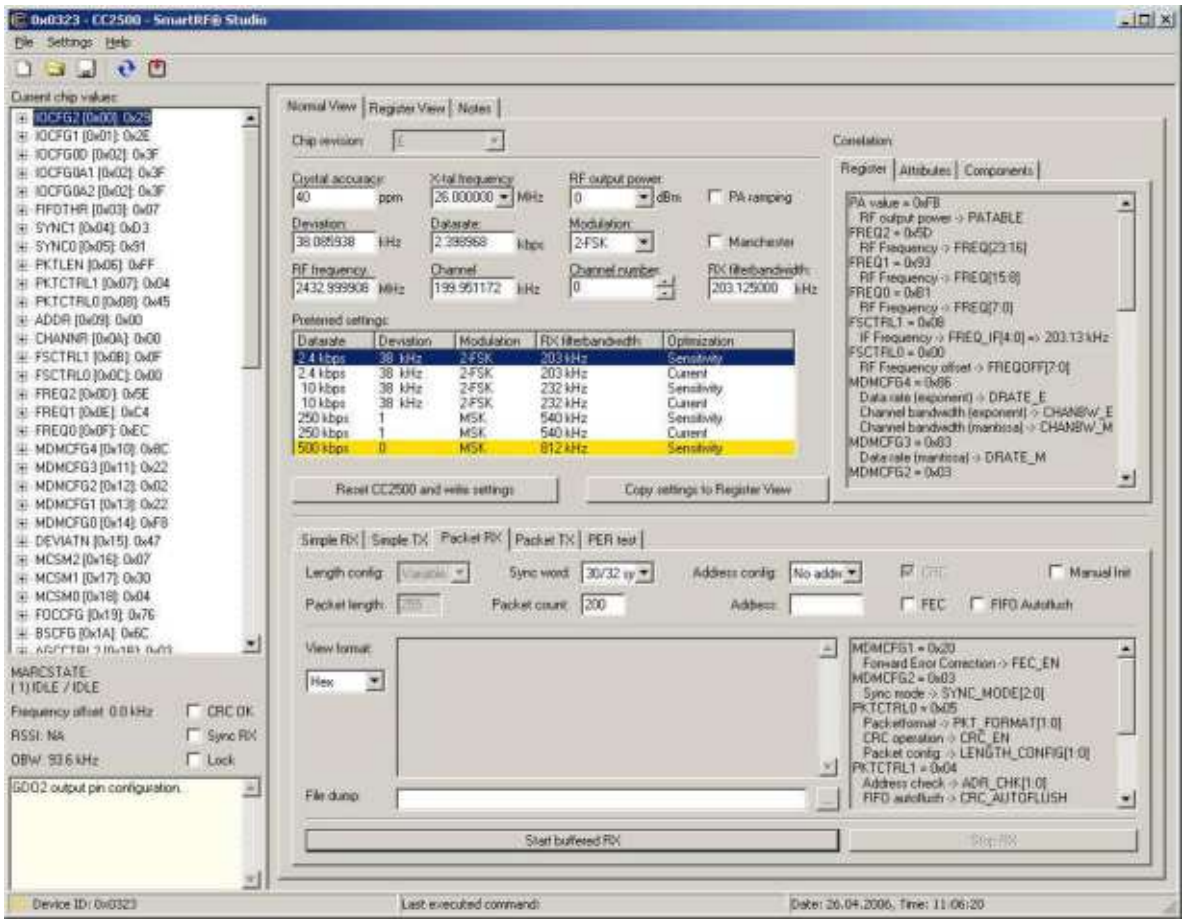

**Figure 6: SmartRF® Studio [5] User Interface**
***CC2500*** can be configured using the SmartRF® Studio software [5]. The SmartRF® Studio software is highly recommended for obtaining optimum register settings, and for evaluating performance and functionality. A screenshot of the SmartRF® Studio user interface for ***CC2500*** is shown in Figure 6.